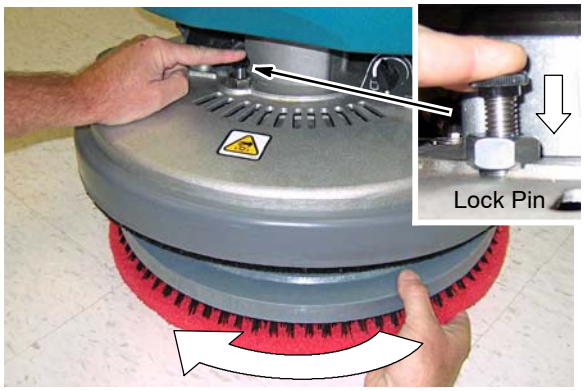

FIG. 12
6. To remove the pad driver/ brush, press down on the motor hub lock pin and turn the pad driver/brush clockwise (Figure 12).